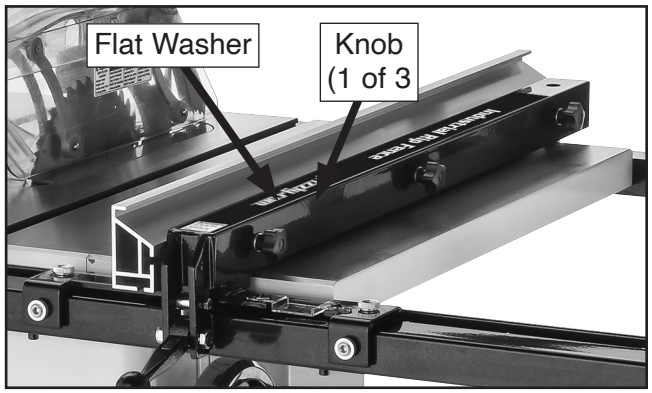

Figure 75. Location of knobs and flat washers securing fence to fence tube.
2. Unthread (3) knobs and (3) flat washers securing fence face to fence tube shown in **Figure 75**, then remove fence.